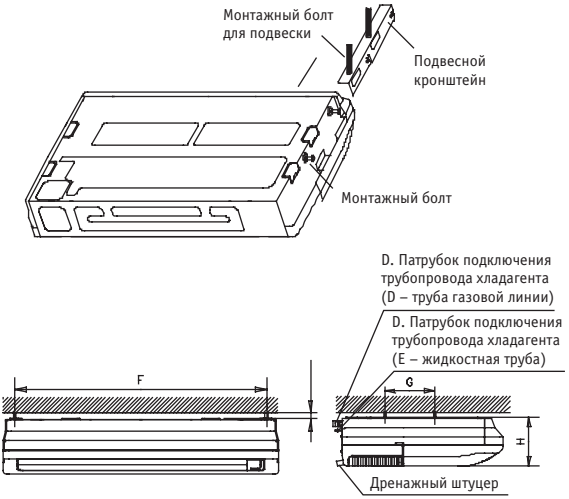

Рис. 49-12
3. Навесьте блок на подвесной кронштейн, перемещая его назад. Крепко затяните монтажные болты с обеих сторон блока (см. рис. 49-12).